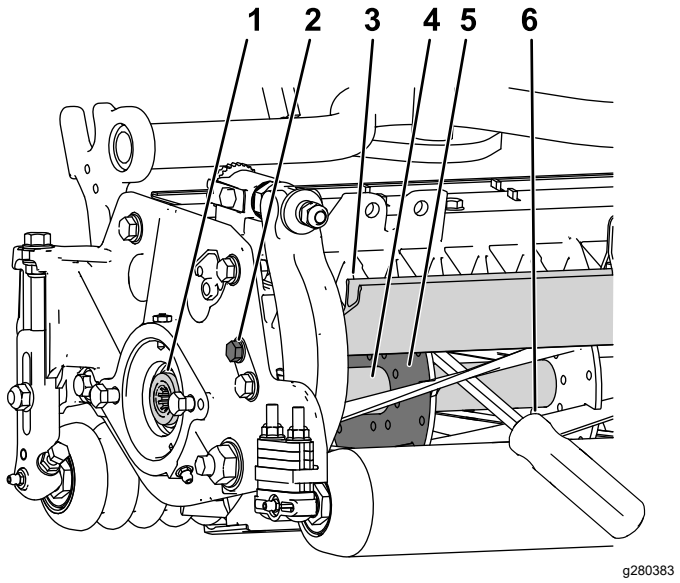

Рисунок 28
1. Ослабьте затяжку болта щитка на левой стороне режущего блока и поднимите задний щиток (Рисунок 28).
2. Вставьте монтировку с длинной ручкой (рекомендуется использовать монтировку размером 0,95 x 30 см [⅜ x 12 дюймов] с рукояткой как у отвертки) через заднюю часть режущего барабана, максимально близко к боковой части режущего блока, к которому вы будете прилагать крутящий момент (Рисунок 28).
3. Установите монтировку, прижав ее к сварной стороне опорной пластины барабана (Рисунок 28).